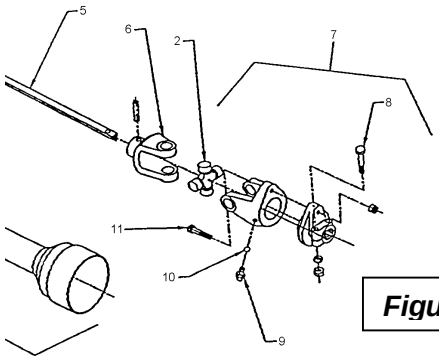

Figure 7
1. Remplacer le boulon de cisaillement de l'arbre à cardan (fig. 7, item 11) par un boulon M10 x 60 grade 6.6 (663149) pour serie 6 et un boulon M12 x 75 grade 8.8 (664570) pour serie 8, disponible chez votre concessionnaire.